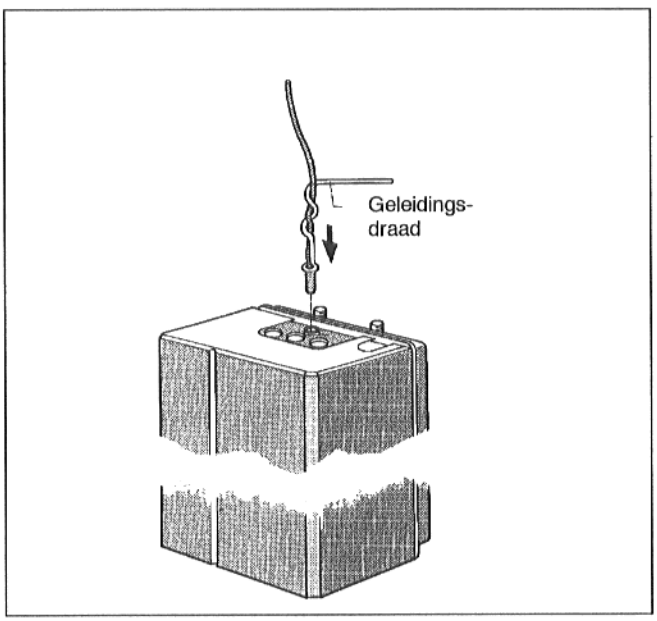

Afb. 8
- Voelerleiding over de voeler op de geleidingsdraad vastmaken (Afb. 8).
- Voelerleiding met geleidingsdraad tot aan de afgeschuinde kant in de dompelhuls plaatsen (Afb. 8).